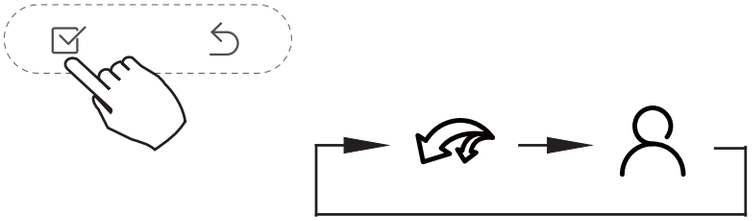

Fig. 20 — Confirm the Setting
2. Press **CONFIRM** to confirm the setting (see Fig. 20).